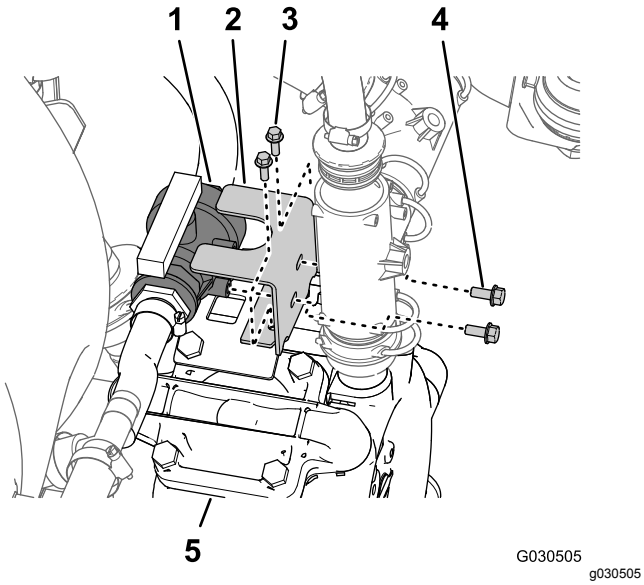

Figur 67
5. Överst på sprutans pump tar du bort de två flänsskruvar (5/16 x 3/4 tum) som håller fast kulventilen på ventilfästet (Figur 67).
6. Ta bort de två flänsskruvar (1/4 x 3/4 tum) som håller fast ventilfästet på monteringsfästet på pumpens ovansida (Figur 67).